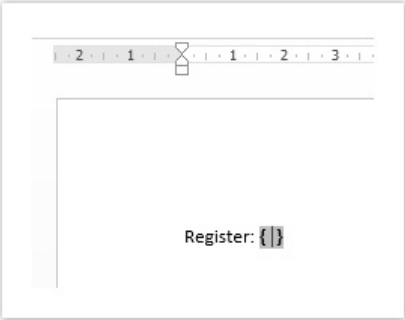

Figure 10 Insertion of a merge field.
- Press **CTRL+F9**, Word generates an empty merge field **{ }** as shown in Figure 10.